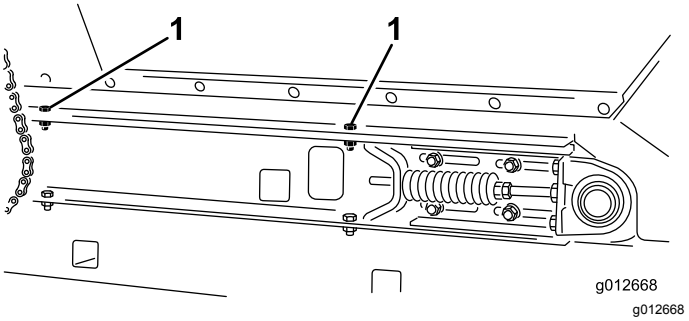

Figur 32
4. På hver side af maskinen skal du fastgøre tragtbeholderen til gliderens stelvanger (Figur 32) med de 2 maskinskruer, 2 spændeskiver og 2 låsemøtrikker, du fjernede i Afmontering af glideladet (side 24).